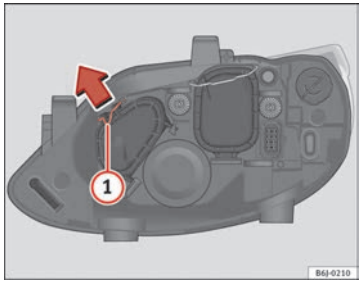

Fig. 163 Main beam headlights
– Move the loop (1) in the direction of the arrow and remove the cover ⇒ Fig. 163.